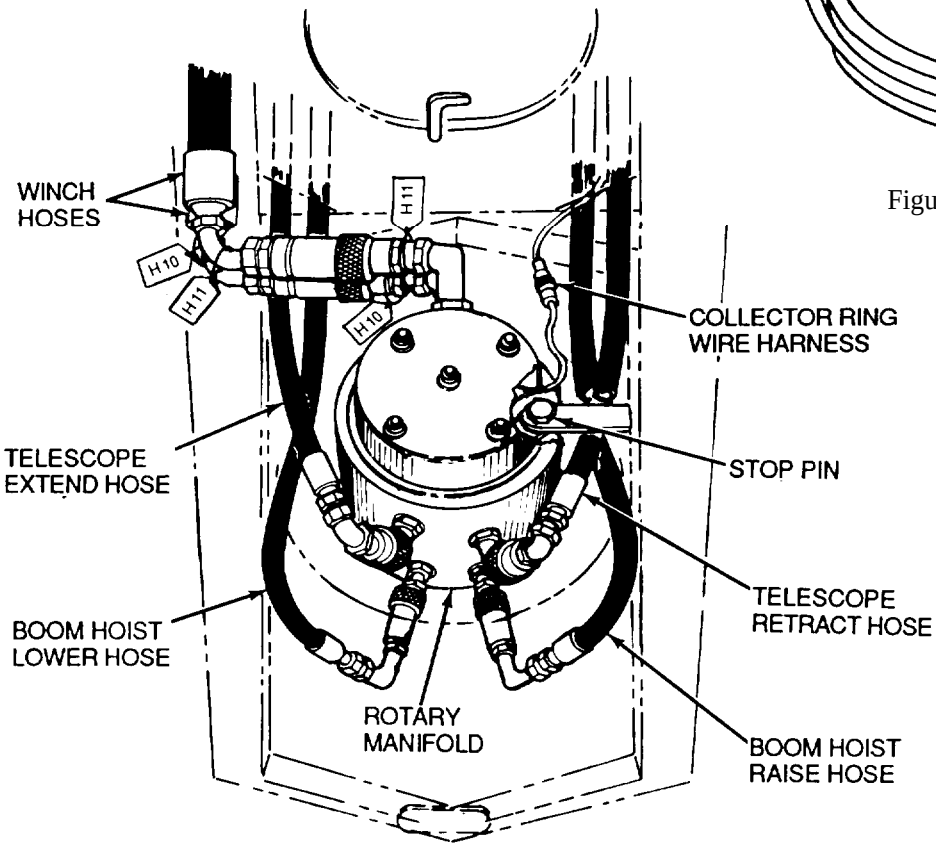

Figure 5-13. *Rotary Manifold Hoses*
b. Disconnect two winch hoses, tagged H-10 and H-11 (Figure 5-13), attached to rotary manifold with quick disconnect fittings. These hoses come down from winch on right side of upperstructure and run in through hole to rotary manifold. Reach in and release attaching disconnects on these hoses.